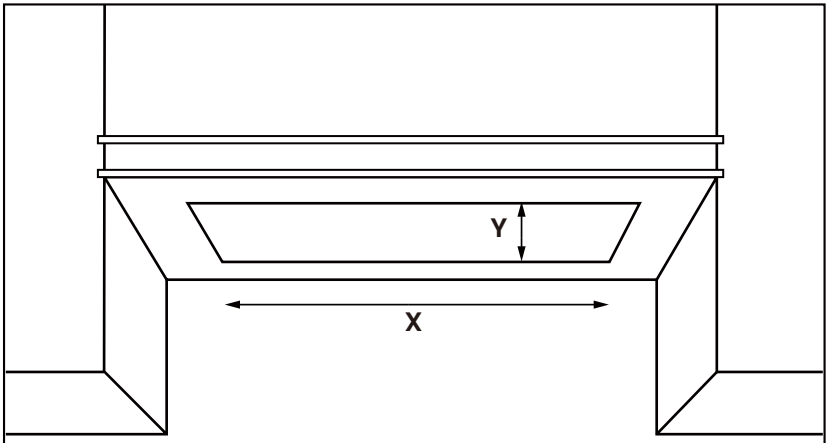

Figure 1
1. Cut an opening at the bottom of the cabinet according to the model you purchased, leaving at least 0.5 inches from the edge in all directions as shown in Figure 1. The specific dimensions are shown in the figure below: